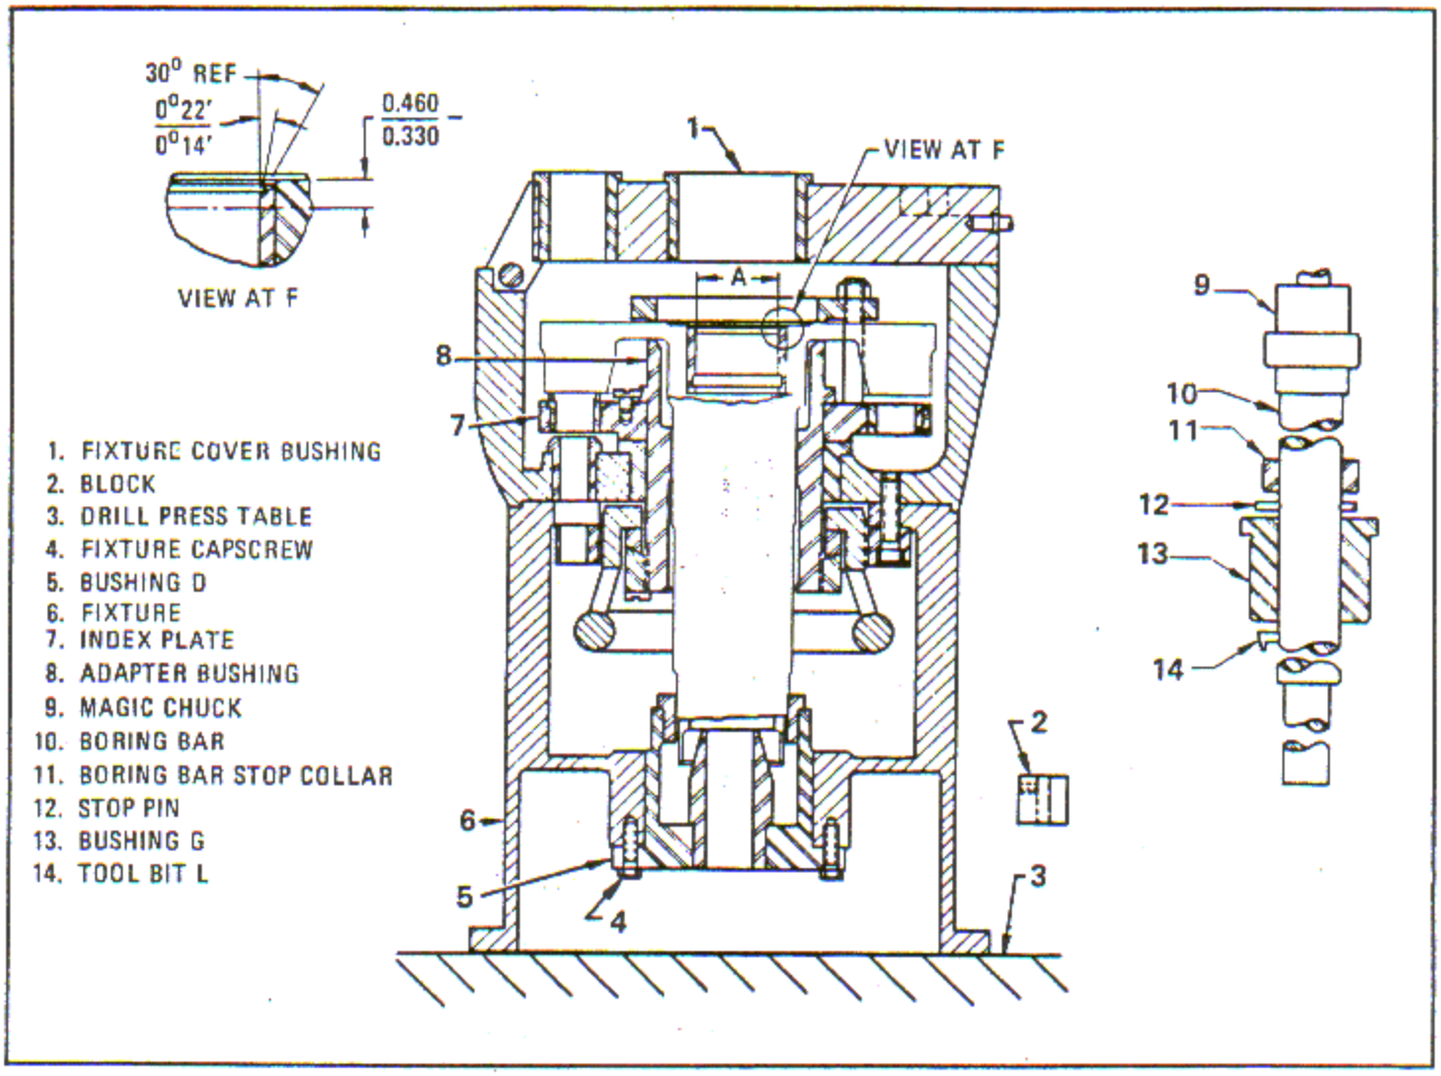

Figure 6-57. Boring Taper in Rear Bushing
a. Assemble boring bar (10, figure 6-57), stop collar (11), bushing (13) and tool bit (14) as shown.
b. Insert the boring bar assembly in the fixture (6), support the boring bar with a locally fabricated 3/8 x 5 inch drill rod stop pin (12) in the hole provided in the boring bar (10). Assemble a magic chuck (9) and the boring bar to a drill press spindle.
c. Set the boring bar stop collar (11) so that the top of the tool bit (14) will line up with the bottom of the original 30 degree chamfer in the rear bushing.
e. Remove the stop pin (12) and machine taper. A surface finish of 13 microinches rms or better is required. Check dimensions using standard precision measuring instruments.